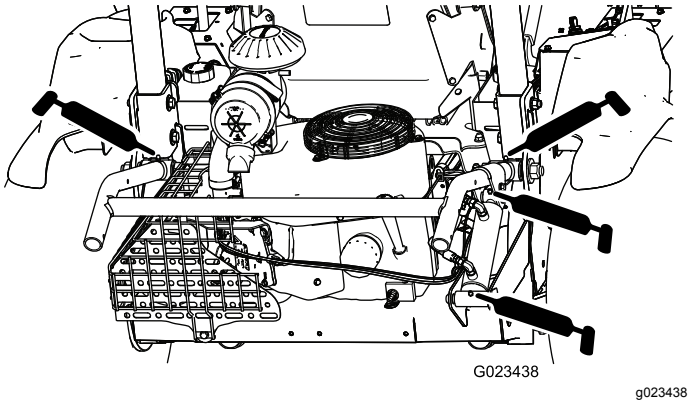

Рисунок 36
- Устройство подъема навесного орудия (4 шт.)—Рисунок 36